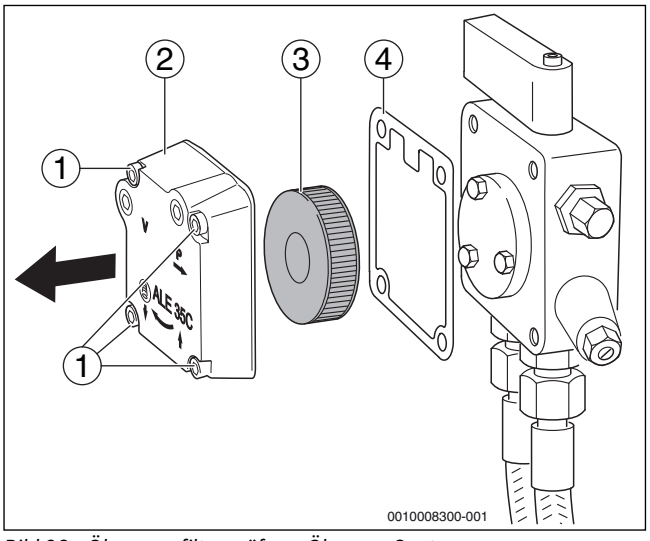

*Bild 28 Ölpumpenfilter prüfen – Ölpumpe Suntec*
- ▶ Die vier Innensechskantschrauben (→Bild 28, [1]) lösen.
- ▶ Gehäusedeckel (→Bild 28, [2]) abnehmen.
- ▶ Ölpumpenfilter (→Bild 28, [3]) herausnehmen.
- ▶ Dichtung (→Bild 28, [4]) auf Beschädigung prüfen und gegebenenfalls austauschen.
- ▶ Ölpumpenfilter (→Bild 28, [3]) mit Waschbenzin reinigen, gegebenenfalls austauschen und wieder in die Ölpumpe einbauen.